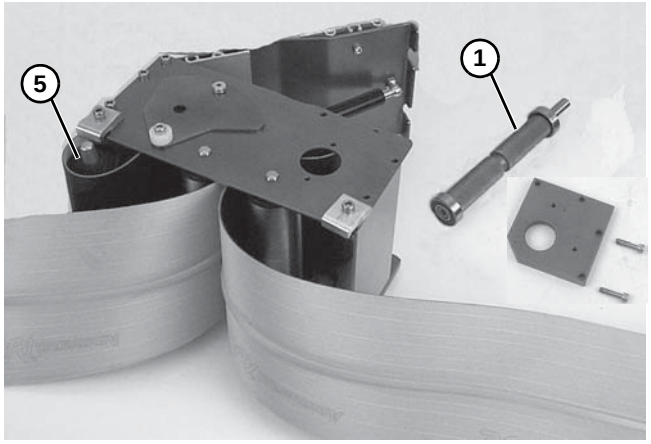

Figure 29
- For 5” (127 mm) or wider conveyor, depress both sides of spring-loaded shaft and remove pulley **(Figure 29, item 5)**.